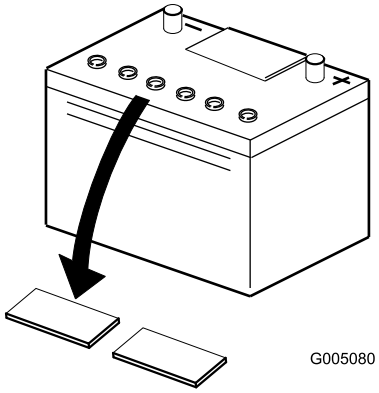

Figur 4
2. Rengør batteriet ovenpå, og fjern ventilationshætterne (Figur 4).